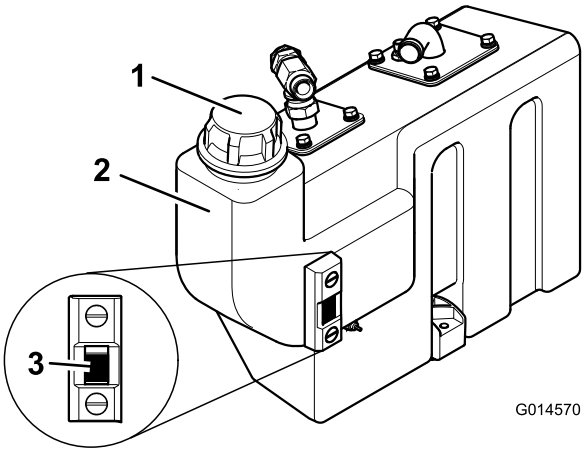

Figur 26
3. Gör rent omkring påfyllningsröret och hydraultanklocket (Figur 26) och ta bort locket om mer hydraulolja behövs.